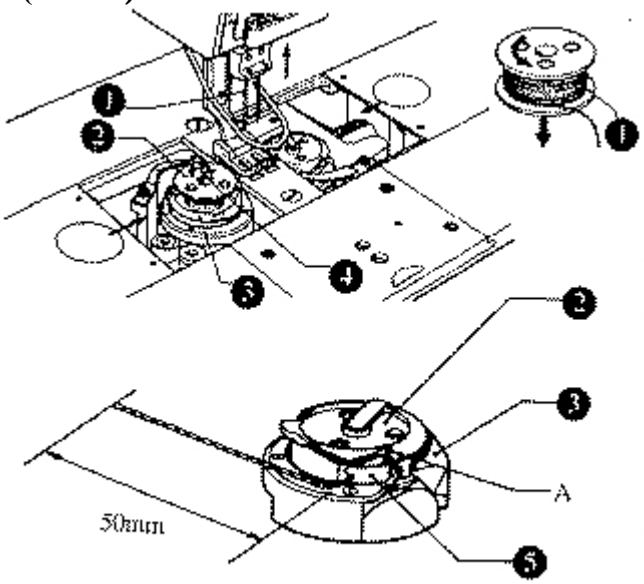

рис.22
13. **Установка шпульки. (Рис.22)**